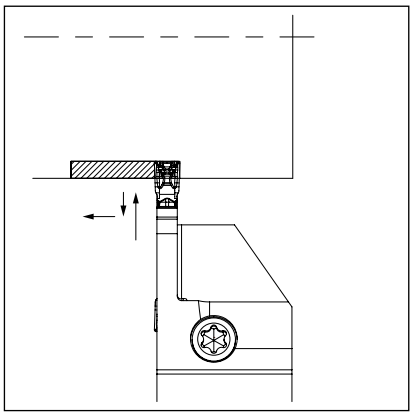

Abbildung 1
1. Einstechtiefe über 0,5 mm: Für das Schruppen – siehe Abbildung 1